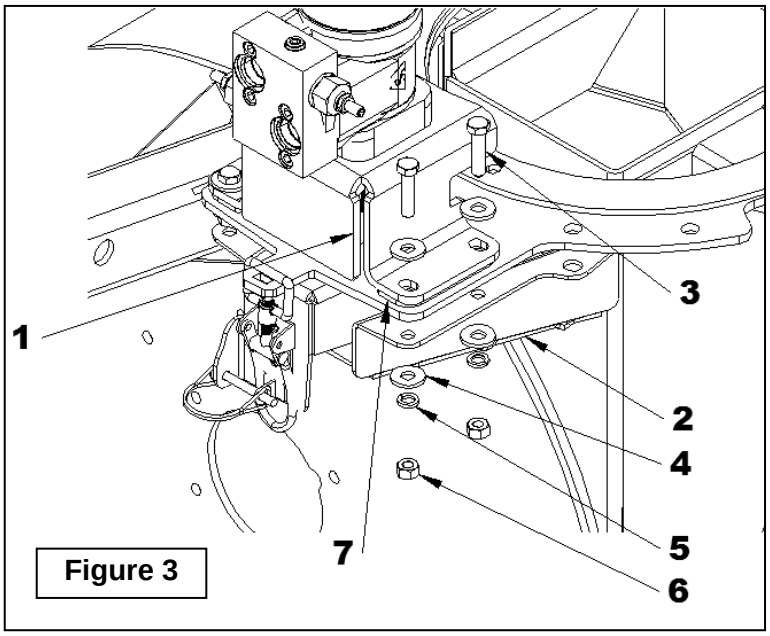

Figure 3
6. **Figure 3:** Réinstaller le protecteur d'engrenage (item 1) avec le renfort arrière (item 2) et les espaceurs de moteur (item 7) à l'aide des boulons 3/8" x 1 1/2" (item 3), rondelles plates (item 4), rondelles de blocage (item 5) et écrous (item 6) retirés précédemment et tel qu'illustré sur la figure.